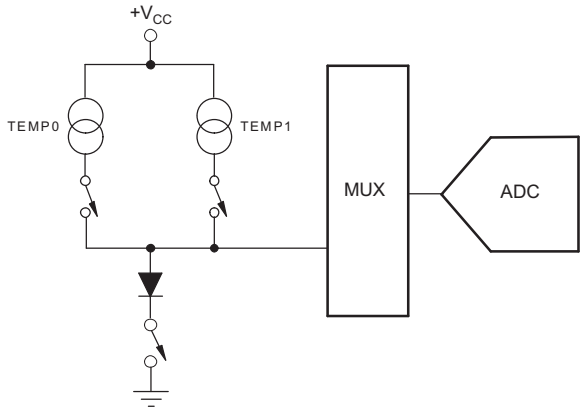

Figure 6. Temperature Measurement Functional Block Diagram
In some applications, such as battery recharging, a measurement of ambient temperature is required. The temperature measurement technique used in the TSC2046E relies on the characteristics of a semiconductor junction operating at a fixed current level. The forward diode voltage (V_{BE}) has a well-defined characteristic versus temperature. The ambient temperature can be predicted in applications by knowing the +25°C value of the VBEvoltage and then monitoring the delta of that voltage as the temperature changes. The TSC2046E offers two modes of operation. The first mode requires calibration at a known temperature, but only requires a single reading to predict the ambient temperature. A diode is used (turned on) during this measurement cycle. The voltage across the diode is connected through the MUX for digitizing the forward bias voltage by the ADC with an address of A2 = 0, A1 = 0, and A0 = 0 (see Table 1 and Figure 6 for details). This voltage is typically 600mV at +25°C with a 20µA current through the diode. The absolute value of this diode voltage can vary by a few millivolts. However, the temperature coefficient (TC) of this voltage is very consistent at -2.1mV/°C. During the final test of the end product, the diode voltage would be stored at a known room temperature, in memory, for calibration purposes by the user. The result is an equivalent temperature measurement resolution of 0.3°C/LSB (in 12-bit mode).